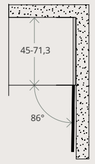

FIG. 2
- Utilizzando gli appositi fermi di apertura per cerniere, è possibile accostare il box alla parete (Fig. 2)
- Using the dedicated hinge opening stops, you can place the box right up against the wall (Fig. 2)
- En utilisant les arrêts d'ouverture spécifiques pour charnières, il est possible d'accoster le box à la paroi. (Fig. 2)
- Durch Einsatz der Anschläge zur Begrenzung der Öffnungsweite bei Scharnieren, kann die Box an einer Wand installiert werden (Abb. 2)
- Utilizando los topes de apertura para bisagras adecuados, es posible apoyar el box contra la pared (Fig. 2)
- Используя специальные стопоры открывания для шарниров возможно установить бокс возле стены (Рис. 2)
- 使用专用的铰链打开挡块，可以使柜子靠近墙壁。(图2)